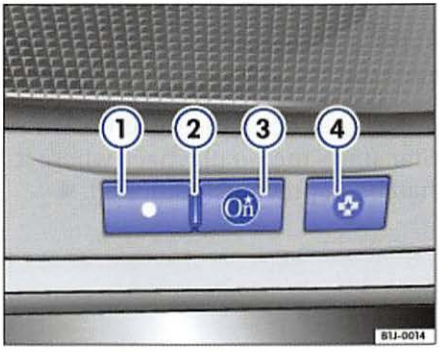

Fig. 7 OnStar services button
– Press the blue [OnStar] button ⇒ fig. 7 (3). The system beeps several times, followed by a longer beep.